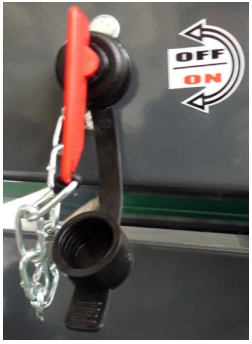

Fig.16
- **Coupe-batterie :** permet d'exclure l'installation électrique (fig.16).